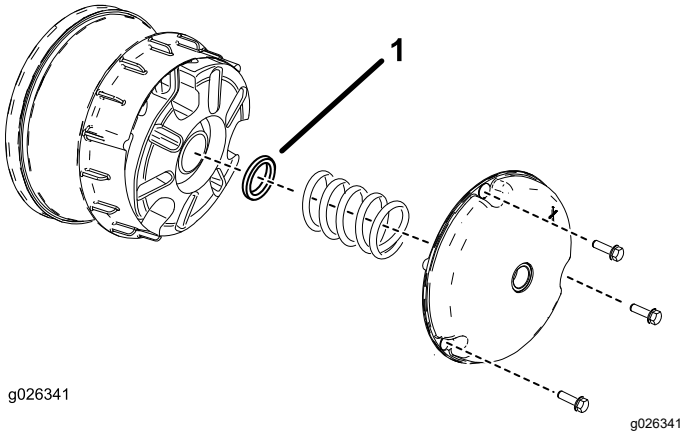

Figur 65
2. Fjern boltene som fester dekselet til primærclutchen, som vist i Figur 65.